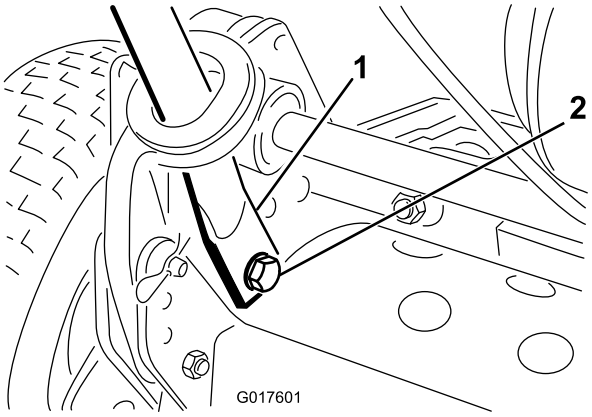

Figur 3
4. Klem håndtagets ender indad, og monter dem på monteringstapperne (Figur 3).
5. Fastgør håndtagets ender til monteringstapperne med de bolte, spændeskiver og låseskiver, som blev afmonteret tidligere (Figur 3).
6. Fastgør håndtagets arme til stellets bagende med de låseclips og ringpinde, som tidligere blev afmonteret (Figur 3).